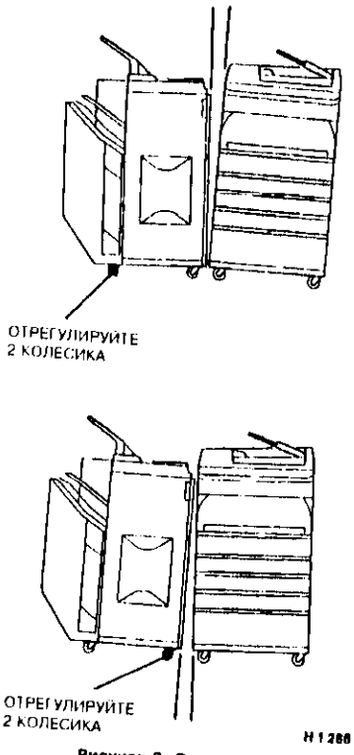

Рисунок 3. Определение характера регулировки
1. (Рисунок 3) Определите, какие колесики необходимо отрегулировать. Добейтесь параллельности сортера-степлера регулировкой соответствующих колесиков (см. рисунок 1).